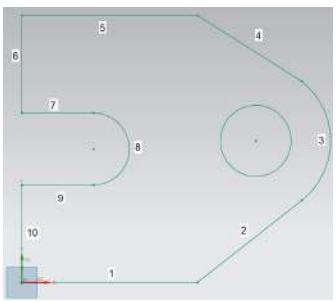

Figure 3-31 *The sequence to be followed for drawing the sketch*
3. Once the center point gets highlighted, move the cursor over it and press the left mouse button to specify the center point of the circle. Now, move the cursor away from the center point and specify the diameter of the circle by clicking the left mouse button or by entering the diameter value in the diameter input box. The circle is created, refer to Figure 3-31.